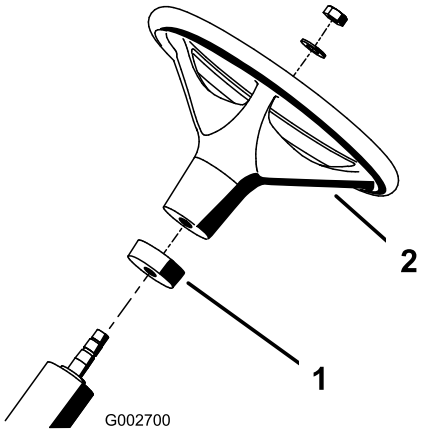

Figur 2
2. Trä på skumstoppringen på styraxeln (Figur 2).
3. Trä på ratten på styraxeln (Figur 2).
4. Fäst ratten vid styraxeln med en bricka och en låsmutter (Figur 2). Dra åt låsmuttern till 27–35 Nm.